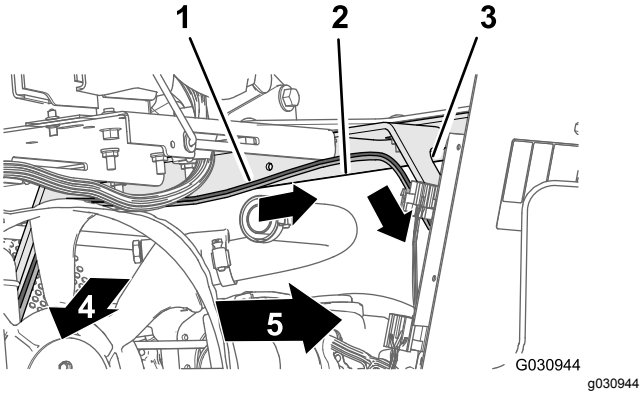

**Figur 137**
2. Før 165 cm afgreningen af ledningsnettet på tværs af sædekassens vinkel og ned langs venstre støtte til motorskjoldet (Figur 137).